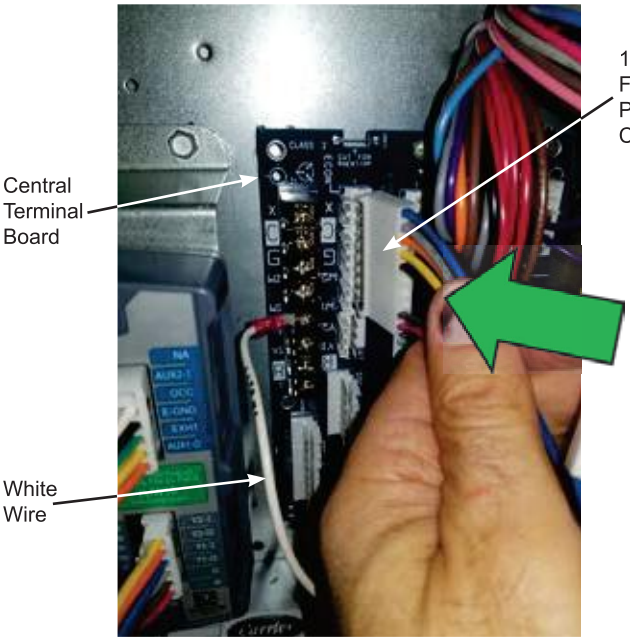

Figure 20 – Connect 10-Pin Jade Plug to Central Terminal Board
Step 27 Connect the 10-pin female plug from the Jade controller harness to ECON on the CTB. See Figures 20 and 28.
Step 28: Connect the White wire from the Jade controller harness to the W1 terminal on the CTB. See Figures 20 and 28.